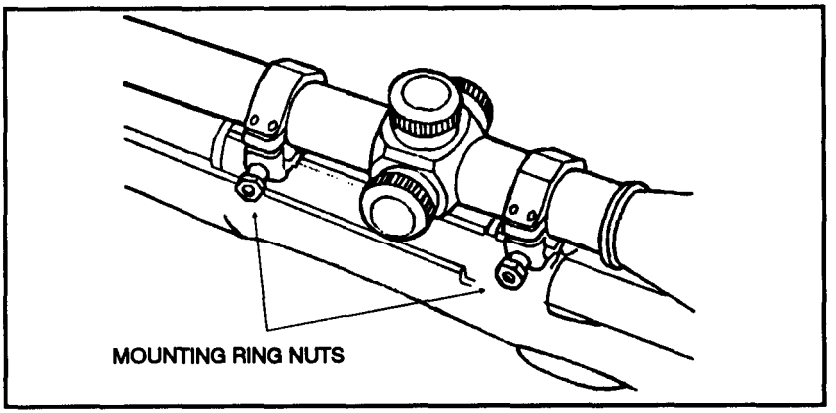

Figure 2-14. Mounting ring nuts.
d. Use the 1/2-inch combination wrench, loosen the front and rear mounting ring nuts (Figure 2-14) on the scope, and remove the scope.